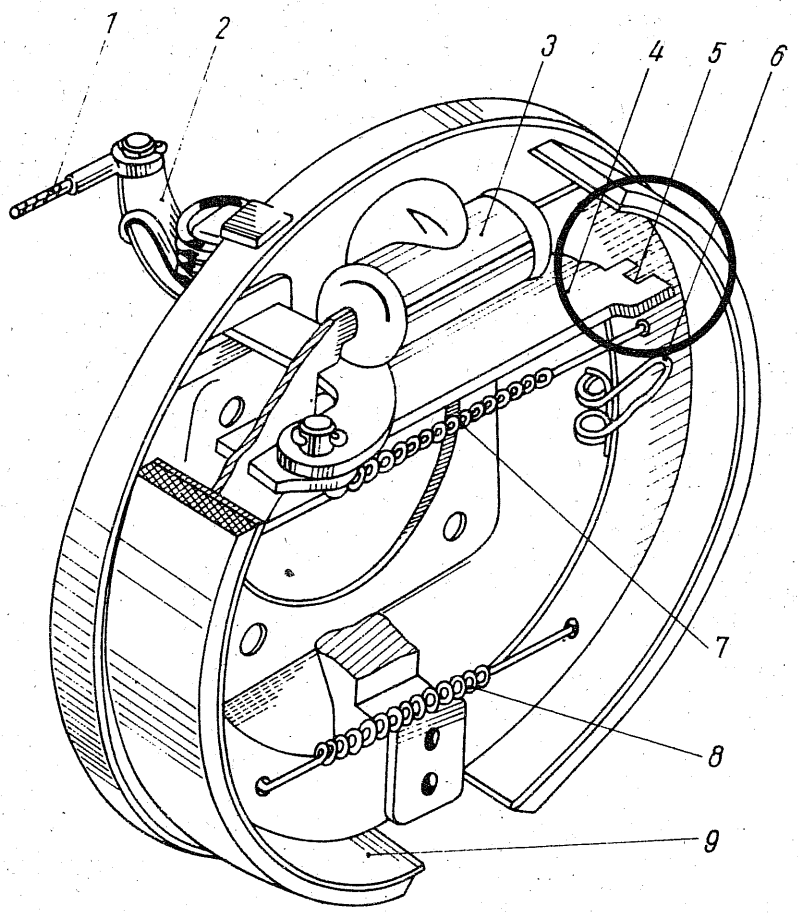

Bild 60
An den hinteren Radbremsen (Bild 60) sind zunächst die sechs Schrauben zu lösen, die die Bremstrommel an der Nabe halten, und ist danach die Trommel bei leichten Schlägen mit einem Gummihammer abzuziehen. Nunmehr werden die Rückzugfedern (7) und (8) ausgehangen, Spreizhebel (2) und Abstandsplatte (4) entsplintet und die Bremsbacken abgenommen. Der Einbau erfolgt in umgekehrter Reihenfolge.